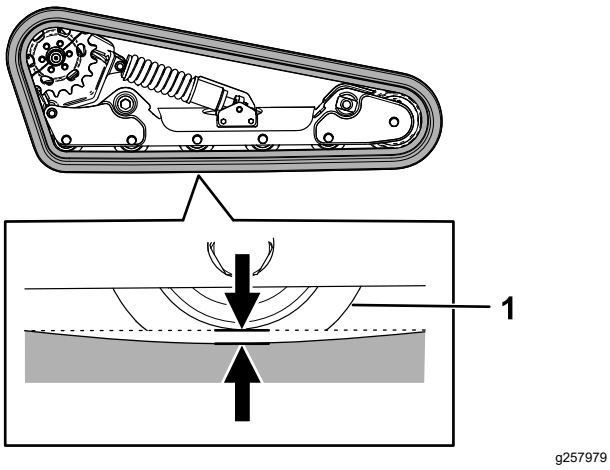

**Figura 56**
Eleve/apoye 1 lado de la máquina y, con el peso de la oruga, compruebe que el espacio entre la parte inferior del reborde de la rueda de rodaje y la oruga es de 1,3 cm, tal y como se muestra en la Figura 56. Si no es así, ajuste la tensión de las orugas usando el procedimiento siguiente.
5. Usando una llave de carraca de ½", gire el tornillo tensor hasta que la flexión de la oruga sea de 1,3 cm, tal y como se muestra en la Figura 56.
9. Compruebe que la flexión de la oruga es de 1,3 cm, tal y como se muestra en la Figura 56. Ajústelo si es necesario.
la flexión de la oruga sea de 12,7 mm, tal y como se muestra en la Figura 56.
25. Compruebe que la flexión de la oruga es de 1,3 cm, tal y como se muestra en la Figura 56.